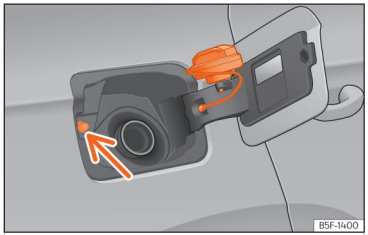

**Fig. 203** Fuel tank flap with tank cap attached.
- Place it in the space on the hinge of the open flap ››› Fig. 203.
Avoid touching the fuel tank flap lock button ››› Fig. 203 (arrow). The system will interpret that you have finished and cannot continue refuelling. Press the button on the driver's door again to continue.